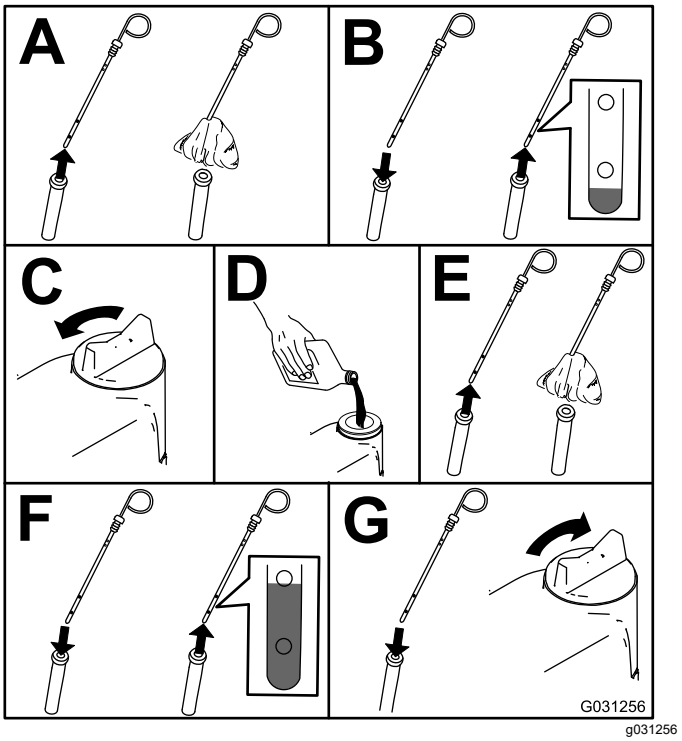

**Bild 49**
2. Prüfen Sie den Ölstand im Motor, siehe Bild 49.